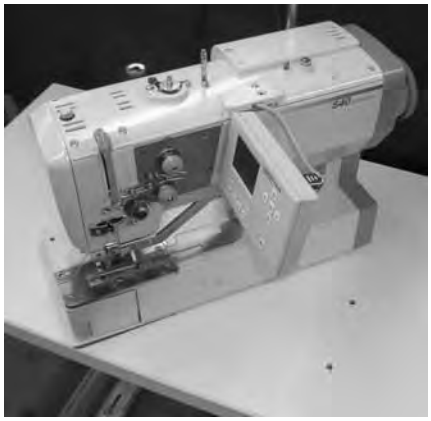

Abb. 1
- Nähkopf auf die Seite legen (Abb. 1).